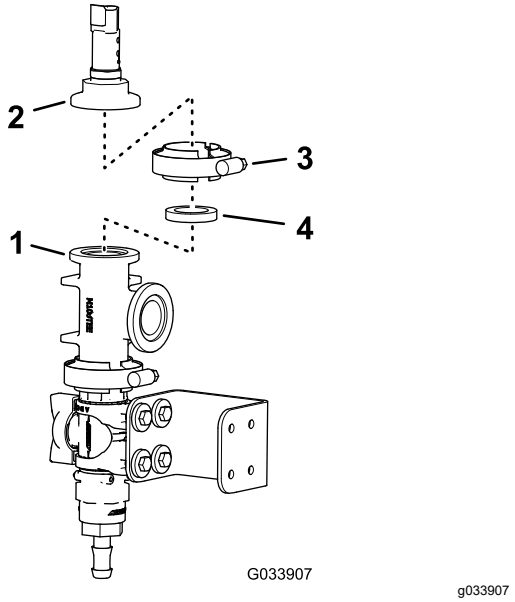

Rysunek 14
6. Ustaw kołnierz przetwornika ciśnienia równo z kołnierzem trójnika w sposób pokazany na Rysunek 14.
7. Zamocuj przetwornik ciśnienia do trójnika za pomocą uszczelki i obejmy kołnierza, a następnie dokręć obejmę ręcznie (Rysunek 14).